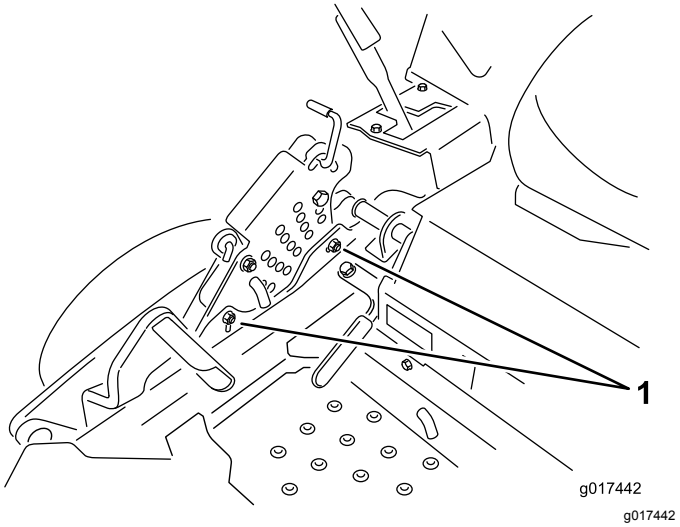

Bild 79
12. Zum Einstellen der zentralen Einstellung lösen Sie die zwei Schrauben unten an der Schnitthöhenplatte (Bild 79).
14. Ziehen Sie die zwei Schrauben unten an der Schnitthöhenplatte an (Bild 79).